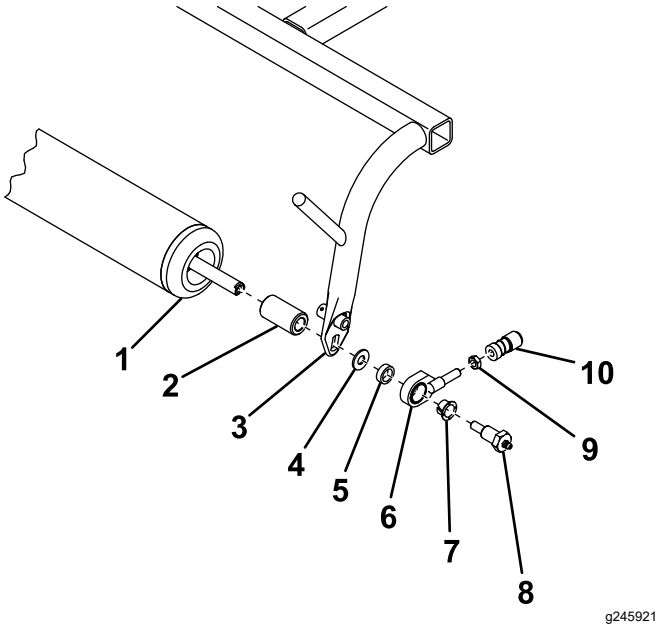

Figura 4
6. Inserite un distanziale su ciascuna estremità del rullo (Figura 4).
7. Fissate il rullo al telaio di trazione come illustrato nella Figura 4.
8. Montate un controdado e l'alloggiamento del giunto sferico rimosso in precedenza sul gruppo di collegamento della trazione (Figura 4). Non serrate ancora il controdado.